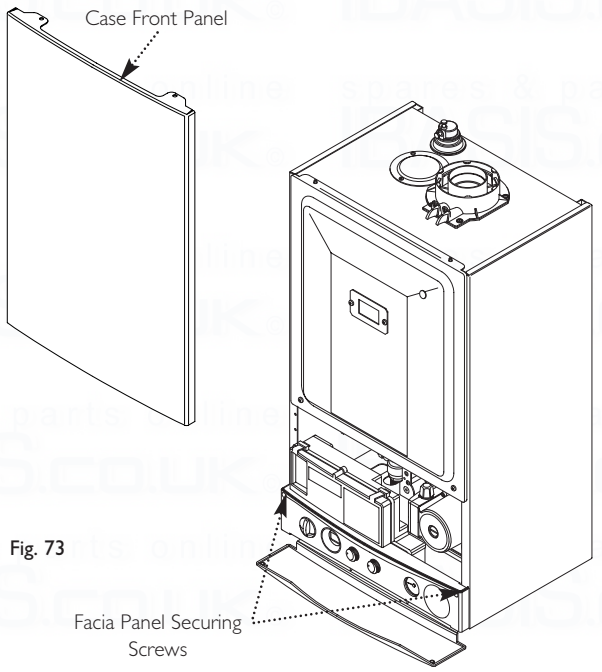

Fig. 73
5. Slacken the screws securing the facia panel. Lift the outercase panel so that its securing tabs are clear of the facia. Remove the panel, allowing the facia to hinge down (Fig. 73).